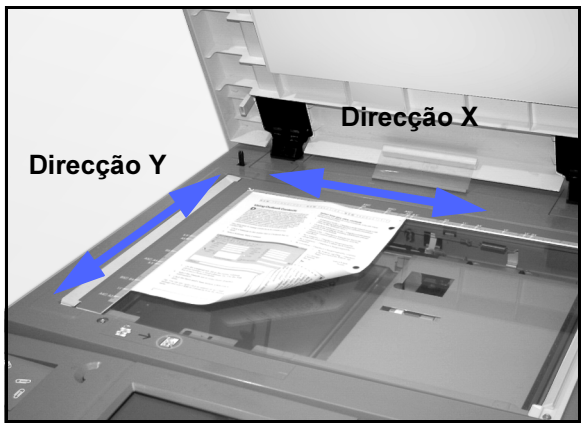

Figura 18: Direcções X e Y no Vidro de Exposição
- As direcções X e Y são sempre determinadas tendo como referência a seta de alinhamento, que se encontra na superfície à volta do Vidro de Exposição, tal como ilustrado na Figura 18. A direcção X é sempre ao longo da margem maior do Vidro de Exposição e a direcção Y é ao longo da margem menor do Vidro de Exposição. As referências às direcções X e Y no Vidro de Exposição são sempre as mesmas, independentemente da orientação do original (alinhado pelo lado maior ou alinhado pelo lado menor).